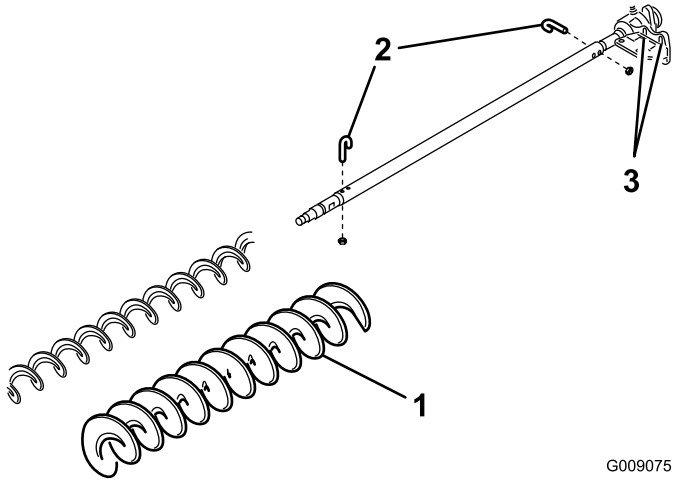

**Figura 22**
3. Togliete i 2 bulloni a J e i dadi (Figura 22).
4. Fate scorrere la spazzola esistente fino ad estrarla dall'albero (Figura 22).
5. Allentate i 2 bulloni, le rondelle e i dadi che fissano l'alloggiamento del cuscinetto di comando alla staffa di montaggio dell'alloggiamento del cuscinetto (Figura 22).
6. Fate scorrere la spazzola per altezza di taglio superiore sull'albero della spazzola (Figura 22).
7. Bloccare la spazzola sull'albero con 2 bulloni J e i dadi precedentemente rimossi (Figura 22).